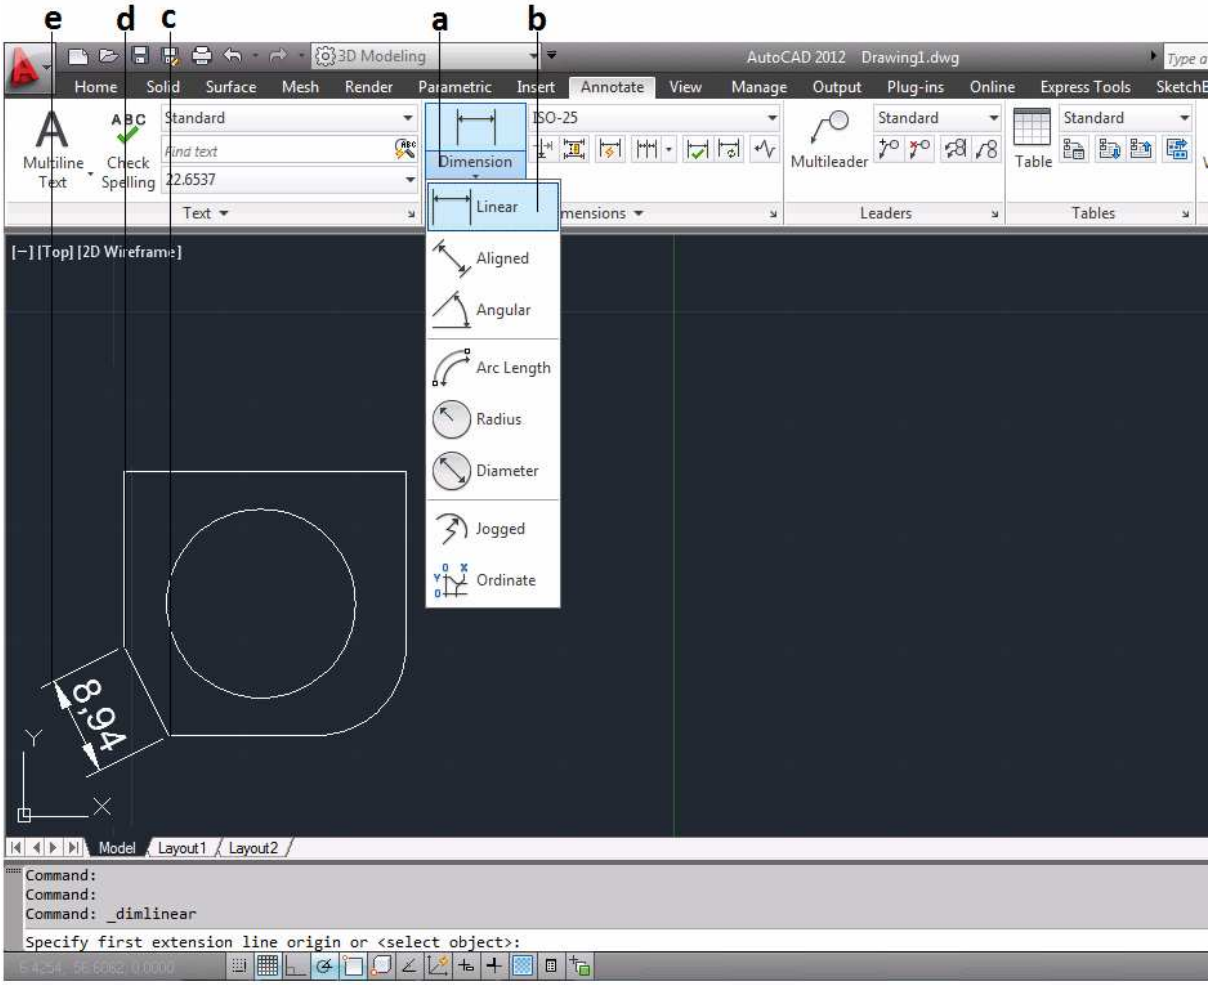

Figura 3.66 Acotado "Acotamiento Alineado"
- **a.** Se da clic sobre el icono Dimensión [Dimension] para desplegar la lista de tipos de Cotas *(figura 3.66)*.
- **b.** Se selecciona la herramienta Alineada [Aligned] de la lista de tipo de cotas *(figura 3.66)*.
- **c.** Se selecciona el primer extremo de la línea, para indicar la 1ª coordenada *(figura 3.66)*.
- **d.** Se selecciona el segundo extremo de la línea, para indicar la 2ª coordenada *(figura 3.66)*.
- **e.** Con el puntero se indica donde se localizara la cota *(figura 3.66)*.